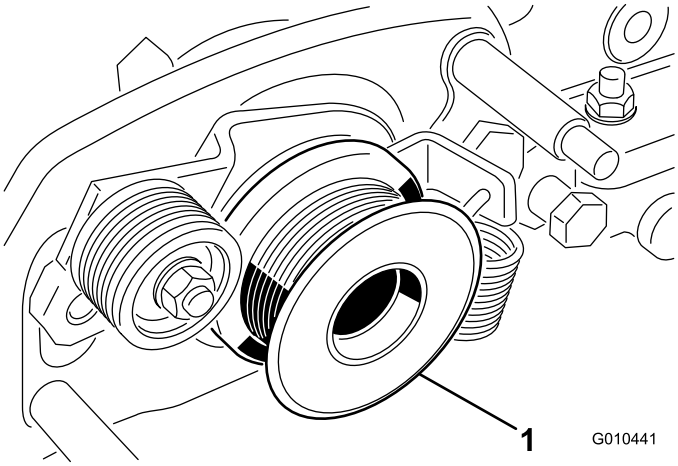

Рисунок 34
7. Снимите ведущий шкив механической щетки с вала барабана (Рисунок 34).